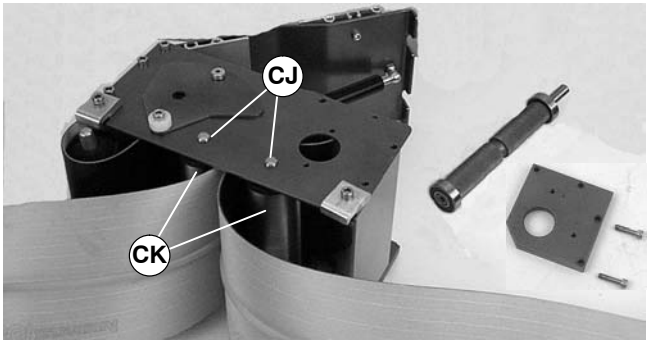

Figure 49
- For 5¨ (127 mm) or wider conveyor, depress both sides of each spring-loaded shaft (CJ of Figure 49). Remove pulleys (CK).